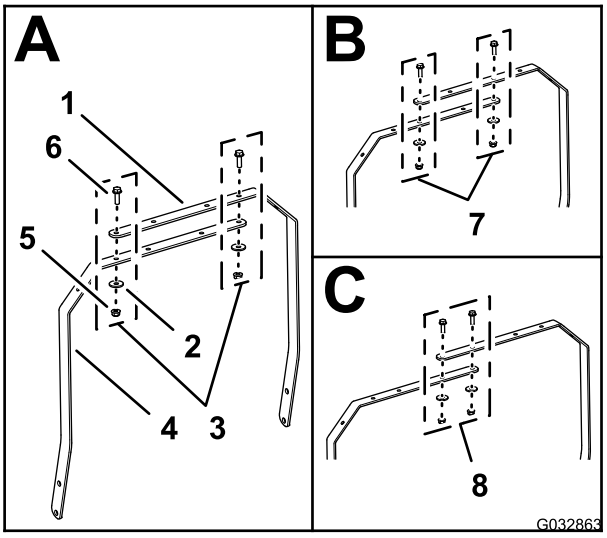

Figura 9
- **Macchine Serie 800** – allineate i 2 fori della cinghia della barra luci sinistra e della cinghia della barra luci destra, come illustrato in A di Figura 9.
- **Macchine Serie 1000** – allineate i 2 fori della cinghia della barra luci sinistra e della cinghia della barra luci destra, come illustrato in B di Figura 9.
- **Macchine Serie 1600** – allineate i 2 fori della cinghia della barra luci sinistra e della cinghia della barra luci destra, come illustrato in C di Figura 9.